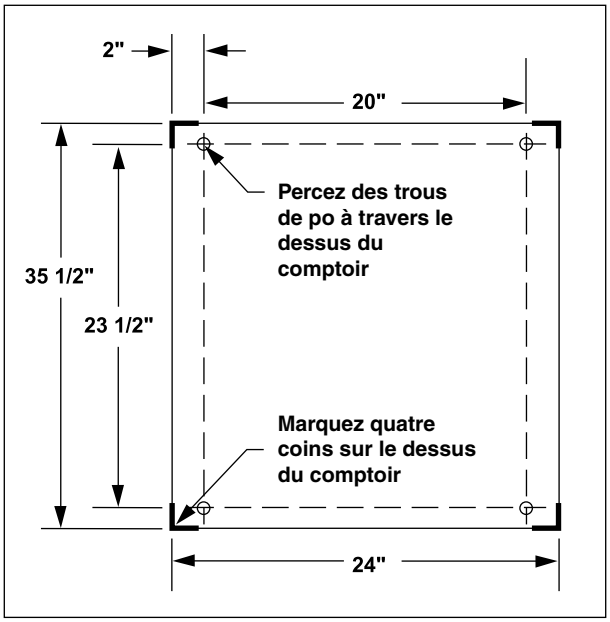

Figure 1
1. Placez le cuiseur à l'endroit souhaité sur le comptoir et marquez les quatre coins. Retirez l'appareil et percez des trous de ½ po (12,7 mm) tel qu'illustré à la figure 1.